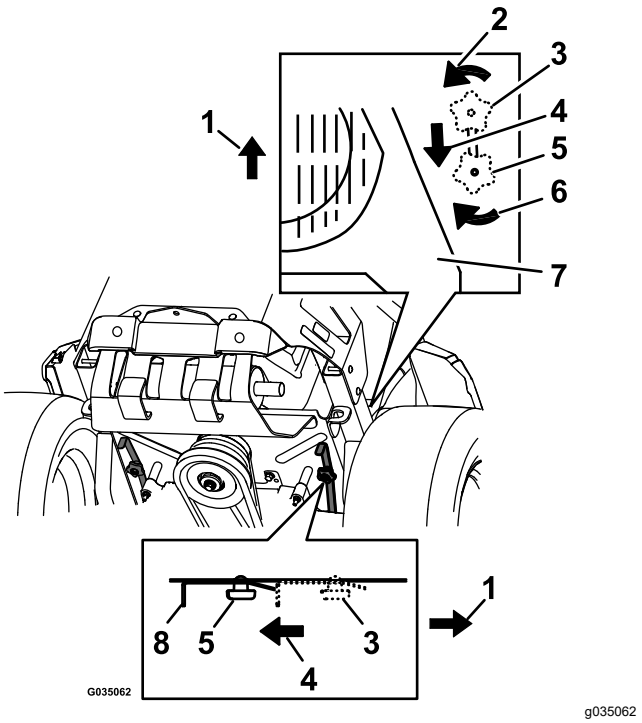

Figure 37
4. Pour pousser la machine, déplacez les deux boutons de dérivation en arrière et bloquez-les en place (Figure 37).
6. Pour faire fonctionner la machine, amenez les boutons de dérivation en position AVANT et verrouillez-les en place (Figure 37).